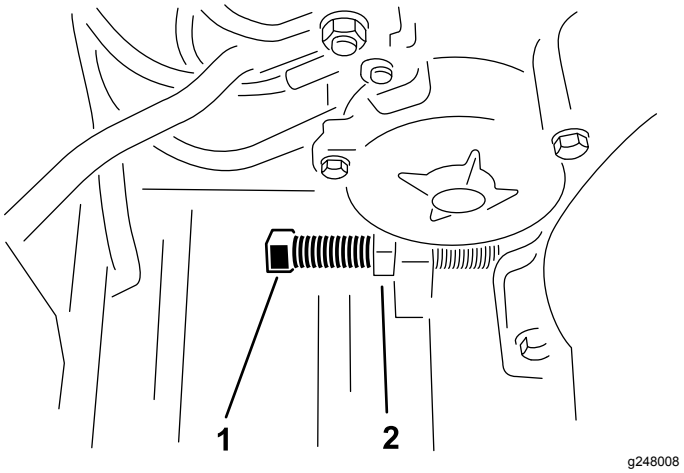

Figura 22
3. Allentate il controdado e ruotate il bullone di regolazione della cinghia sino a ottenere la tensione desiderata (Figura 22).
5. Regolate il motore in modo che sia parallelo al telaio. Continuate a serrare i bulloni di fissaggio del motore (Figura 22).